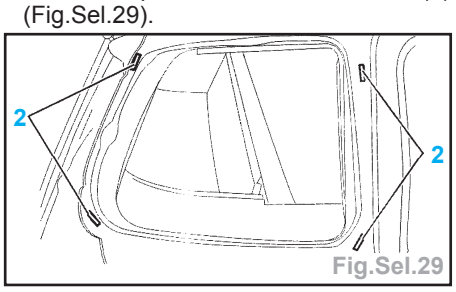

Fig.Sel.29
- Mettre en place sur l'aile les cales (2) (Fig.Sel.29).